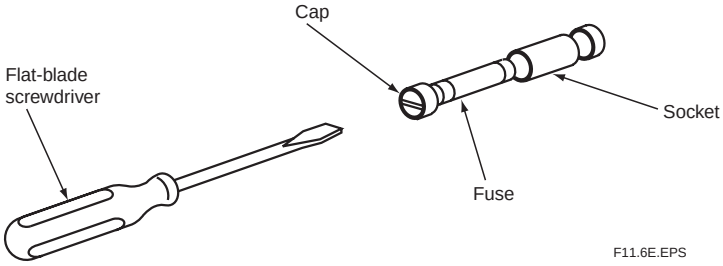

Figure 11.6 Removing the Fuse
(1) Turn off the power to the converter for safe replacement.
(2) Remove the fuse from its holder. With the appropriate flat-blade screwdriver that just fits the holder cap slot (Figure 11.6), turn the fuse holder cap 90° counterclockwise. By doing so, you can remove the fuse together with the cap.